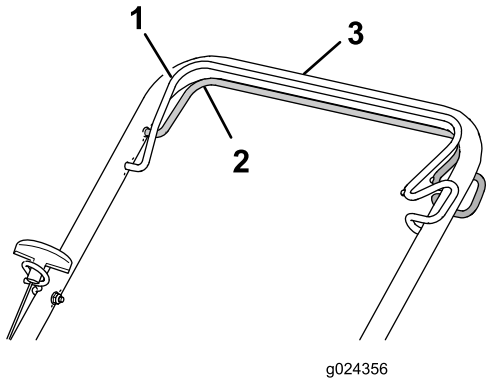

Figur 17
- **Så här aktiverar du självdrivningsfunktionen:** Dra in självdrivningsstången mot handtaget och håll kvar den där (Figur 17).